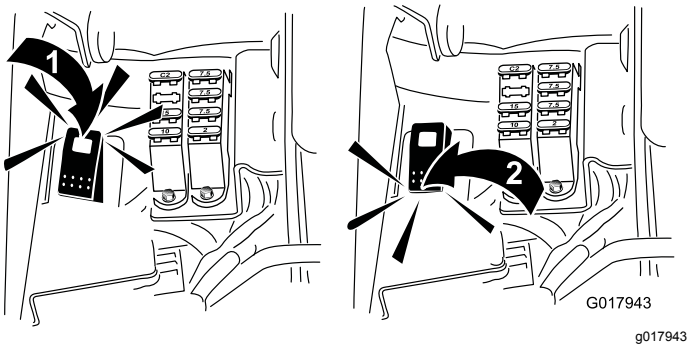

**Rysunek 59**
5. Obróć przełącznik ostrzenia do pozycji obrotów wstecznych (R) (Rysunek 59).